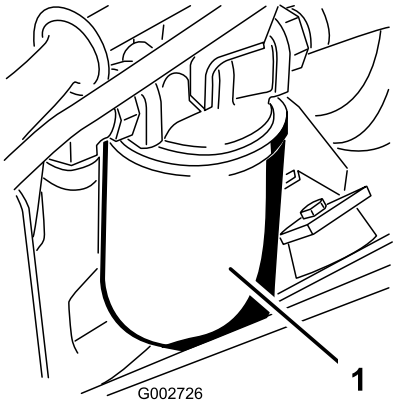

Figuur 40
3. Plaats een opvangbak onder het hydraulische filter dat zich bevindt op de linkerzijde van de machine (Figuur 40).